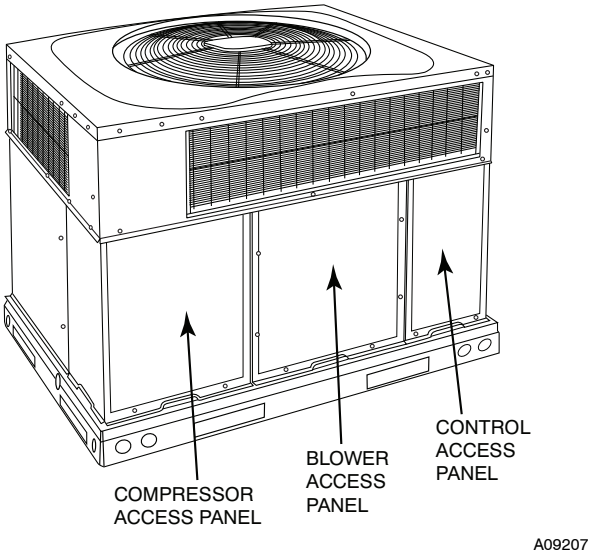

**Fig. 18 - Unit Access Panels**
When removing access panels (see Fig. 18) or performing maintenance functions inside your unit, be aware of sharp sheet metal parts and screws. Although special care is taken to reduce sharp edges to a minimum, be extremely careful when handling parts or reaching into the unit.
a. Remove blower access panel (see Fig. 18).
g. Reinstall blower access panel (see Fig. 18).
1. Remove control access panel (See Fig. 18).
Remove blower access panel (see Fig. 18). Limit switch is located on the fan partition.
3. Remove control access panel (See Fig. 18).
Remove access panels (see Fig. 18) to locate all the electrical controls and wiring. Check all electrical connections for tightness. Tighten all screw connections. If any discolored or burned connections are noticed, disassemble the connection, clean all the parts, re-strip the wire end and reassemble the connection properly and securely.
After inspecting the electrical controls and wiring, replace the access panels (see Fig. 18). Start the unit, and observe at least one complete heating cycle and one complete cooling cycle to ensure proper operation. If discrepancies are observed in any operating cycle, or if a suspected malfunction has occurred, check each electrical component with the proper electrical instrumentation. Refer to the unit wiring label when making these checkouts.